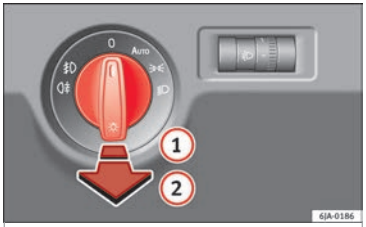

Fig. 48 Instrument panel: light switch.
– First turn the light switch ››› **Fig. 48** to position ⊱⊰, ≣D or **AUTO**.
– Pull on the light switch to position (1).
– First turn the light switch ››› **Fig. 48** ››› **page 64** to position ⊱⊰, ≣D or **AUTO**.
– Pull on the light switch to position (2).